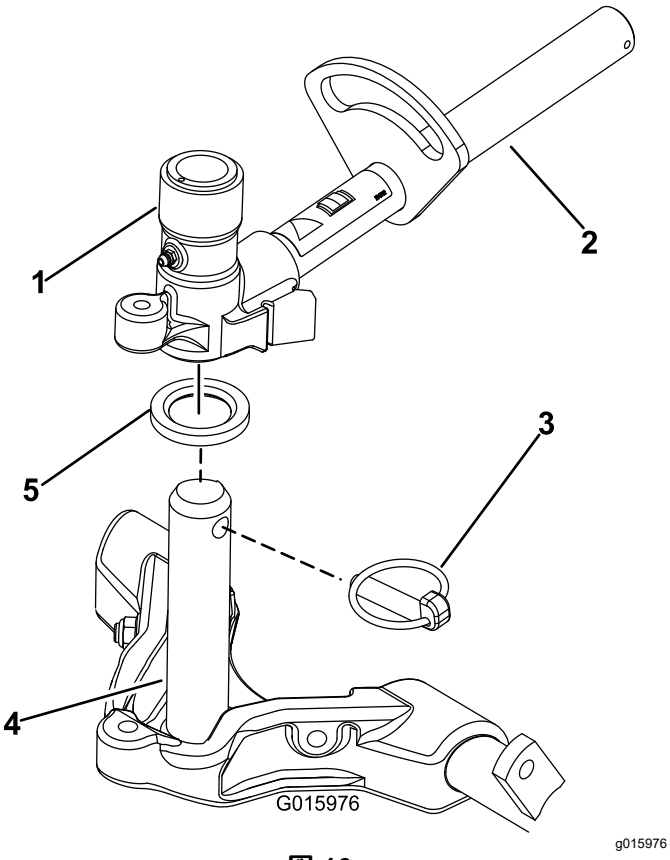

図 16
8. キャリアフレームのシャフトにきれいなグリスを塗る図 16。
9. フロントに取り付けるカッティングユニットは、昇降アームの下に入れるときにキャリアフレームのシャフトを立てて昇降アームのピボットヨークに挿入する図 16。スラストワッシャがキャリアフレームのシャフトの所定位置にあることを確認してください。
10. クリックピンを使って、キャリアフレームシャフトを昇降アームのヨークに固定する図 16。
B. 昇降アームのヨークをキャリアフレームのシャフトに通す図 16。